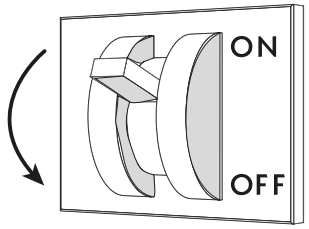

Fig. 20
- Desconectar la alimentación eléctrica del mueble mediante el interruptor seccionador general instalado en la pared ("Fig. 20").